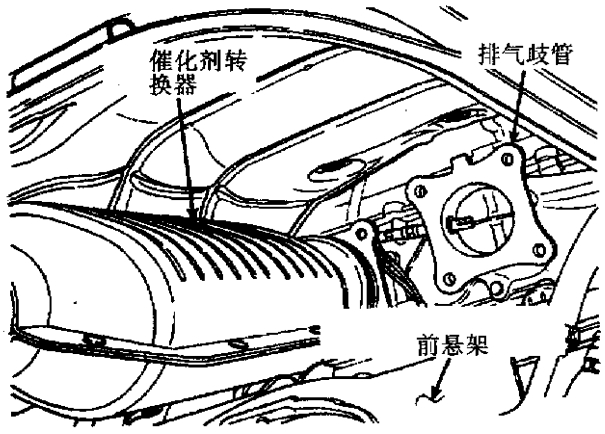

图 9－8　拆移动动力转向泵的排气位置
①从电池上拆下负极(－)电缆，隔离电缆。
②将汽车提高到千斤顶座或车架啮合型升降机上。
③从汽车线束上拆下氧气传感线束。汽车线束的连接通路通过汽车底板上的氧气传感器线束。注意：将动力转向泵从汽车上拆下之前，先拆下排气系统。
④从排气歧管上拆下催化转换器，从排气系统支架上拆下所有的排气吊件/隔离器。
⑤将排气系统尽可能移向车后和车左(图 9－8)。
⑥将动力转向泵的隔绝壳提高，露出软管，到钢管连接。将软管从前悬架的动力转向回油管上移开(见图 9－4)，排出泵内油。